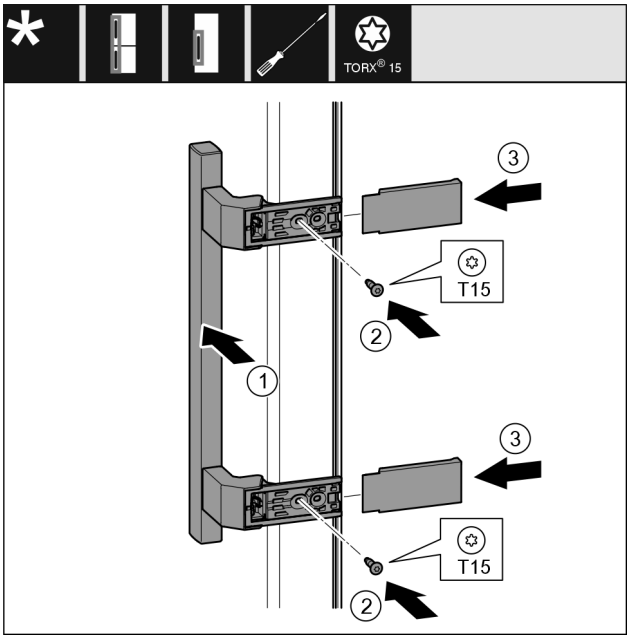

Fig. 23
▶ Aplicați mânerul *Fig. 23 (1)* pe partea opusă.
▶ Înșurubați ferm șuruburile *Fig. 23 (2)* cu șurubelnița.
▶ Aplicați și împingeți capacele *Fig. 23 (3)* laterale.